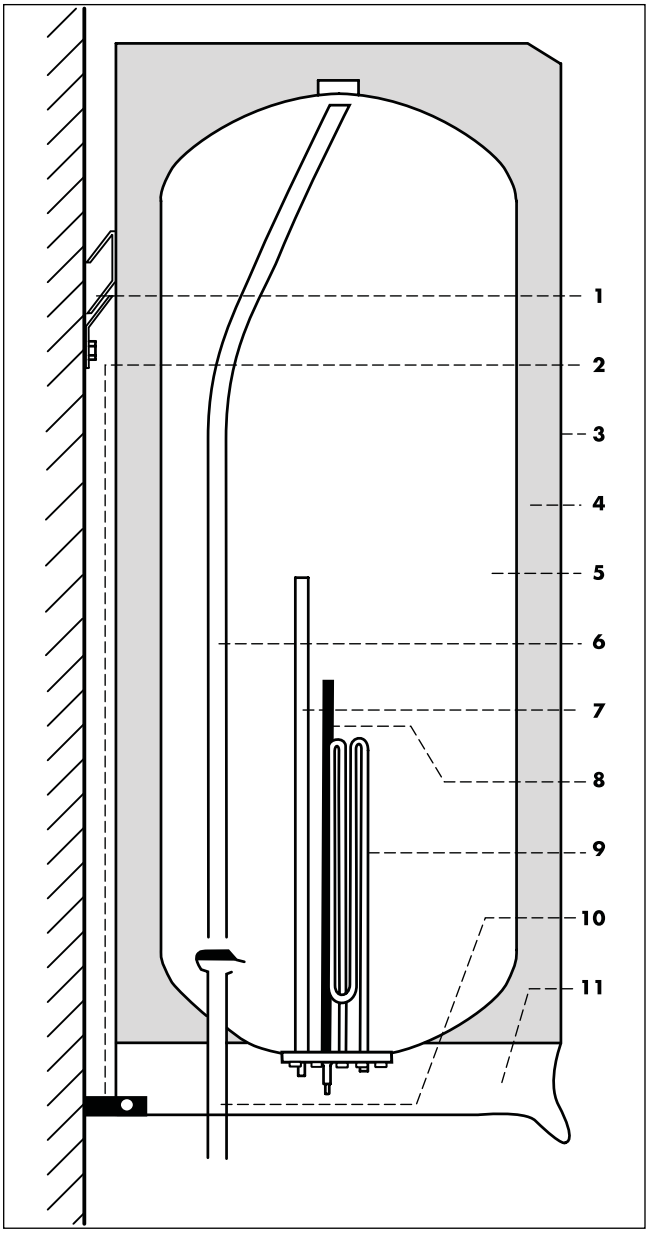

Рис. 1 Устройство VEH...*classik*
см. рис. 1
Водонагреватель подключается в закрытые системы горячего водоснабжения и находится всегда под сетевым давлением воды: вода в водонагревателе не имеет доступа к атмосфере. При открытии крана горячей воды в смесителе, холодная вода поступает по трубе подачи холодной воды (10, рис. 1) и выталкивает горячую воду из емкости (5) через трубку разбора горячей воды (6).